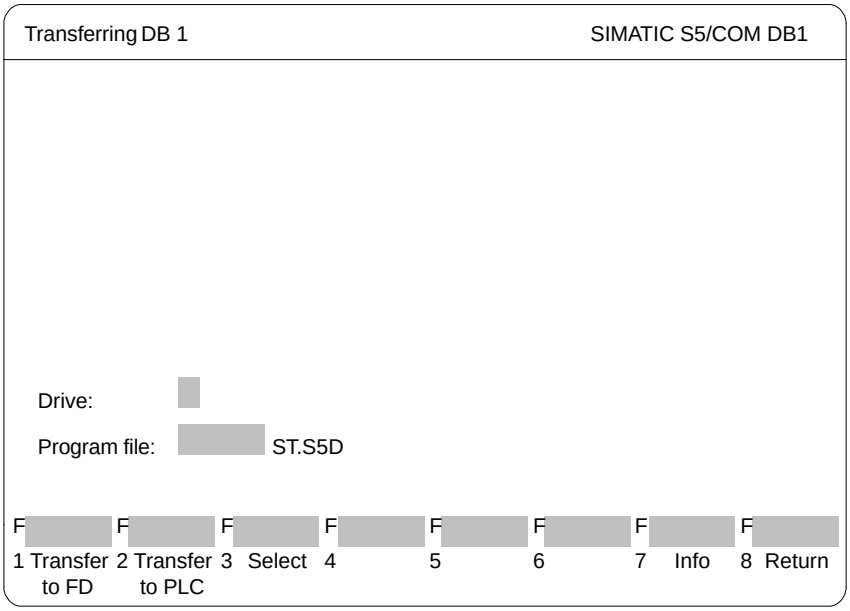

Figure 23-18 COM DB1 “Transferring DB1” Dialog
1. Press ***F3*** = *Transfer DB1* in the *Overview table* dialog (*see Figure 23-18*).